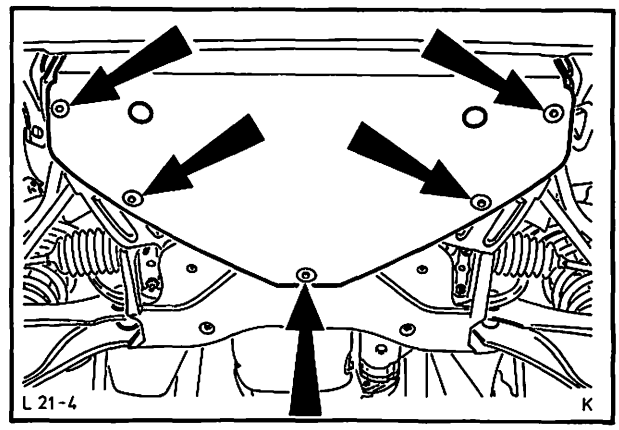

Abb. 102 Spritzschild – Motorraum
10. Spritzschild – Motorraum anbringen, Abb. 102.